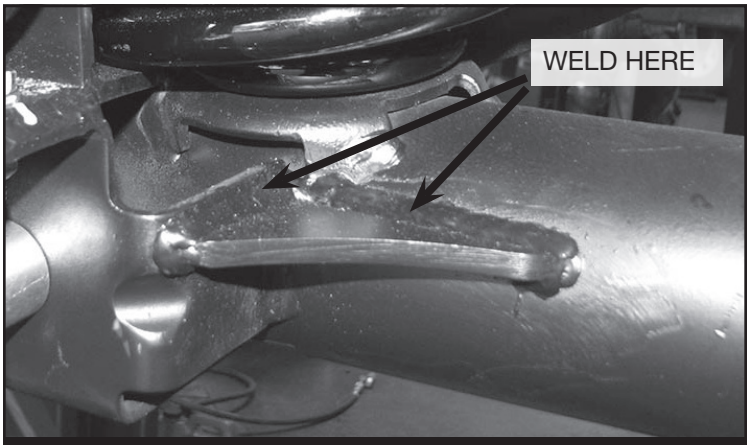

FIGURE 24 - STEP 21
18. Jack up the rear end of the vehicle and support the frame rails just in front of the rear bumper with jack stands. NEVER WORK UNDER AN UNSUPPORTED VEHICLE! Remove the rear tires. Support the rear axle. Do not allow to hang freely. Remove the factory shocks and rear sway bar end links and discard. Disconnect the brake lines from the frame and save hardware. Remove the plastic clips that hold the ABS lines to the frame and at the rear upper link arm pockets. Do not damage the clips, they will be reused. Remove the (2) nuts attaching the factory E-brake cable from the body and save.
21. Locate FT50362 Gusset, position it onto the axle and the factory track bar mount as shown in photo. Weld the gusset on the two sides. **SEE FIGURE 24**